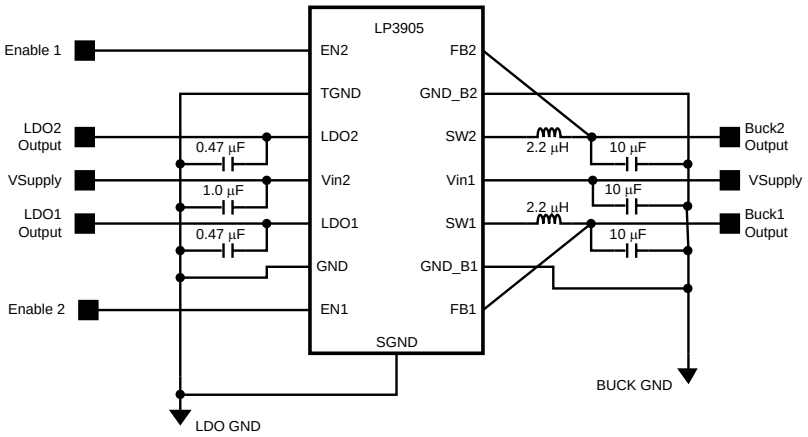

Figure 1. Typical Application Circuit – 14-Pin WSON Package
Limits in standard typeface are for T_J = 25°C. Limits in **boldface** type apply over the full junction temperature range (−40°C ≤ T_J ≤ +125°C). Unless otherwise noted, specifications apply to the LP3905 Typical Application Circuit (Figure 1)
Limits in standard typeface are for T_J = 25°C. Limits in **boldface** type apply over the full junction temperature range (−40°C ≤ T_J ≤ +125°C). Unless otherwise noted, specifications apply to the LP3905 Typical Application Circuit (Figure 1)(1)(2)(4)
The linear regulators have a current rating of I_{max}= 150mA with C_{OUT} = 1.0µF. A 100mA rating applies with C_{OUT} = 0.47µF. Unless otherwise specified, limits are set with V_{IN} = 3.8V, $V_{EN1/2}$ = 3.8V, C_{IN} = 1µF, C_{OUT} = 0.47µF, I_{OUT} = 1.0mA. Limits in standard typeface are for T_J = 25°C. Limits in **boldface** type apply over the full junction temperature range (−40°C ≤ T_J ≤ +125°C). Unless otherwise noted, specifications apply to the LP3905 Typical Application Circuit (Figure 1)[1][2][4]